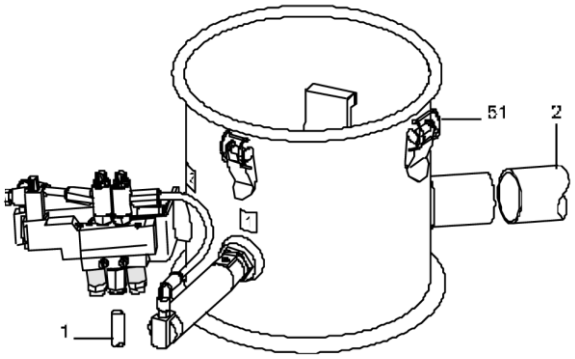

Рисунок 8.2.5.-1 Демонтаж рукавов
- Отсоедините подающую линию сжатого воздуха от управляющего клапана (см. рисунок 8.2.5.-1).
- Демонтируйте транспортировочные рукава (2).
- Раскройте замки (51) и снимите насадку нагнетателя.